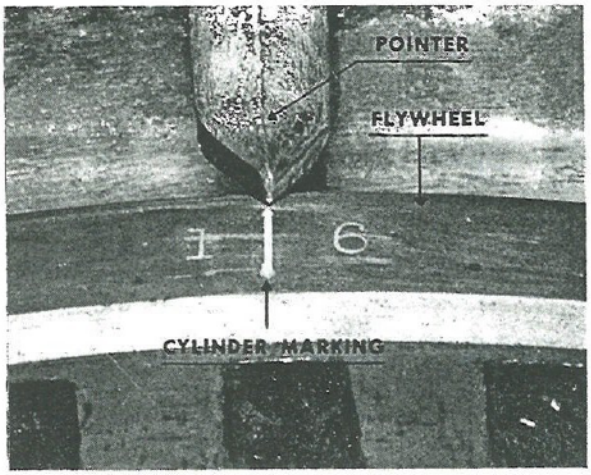
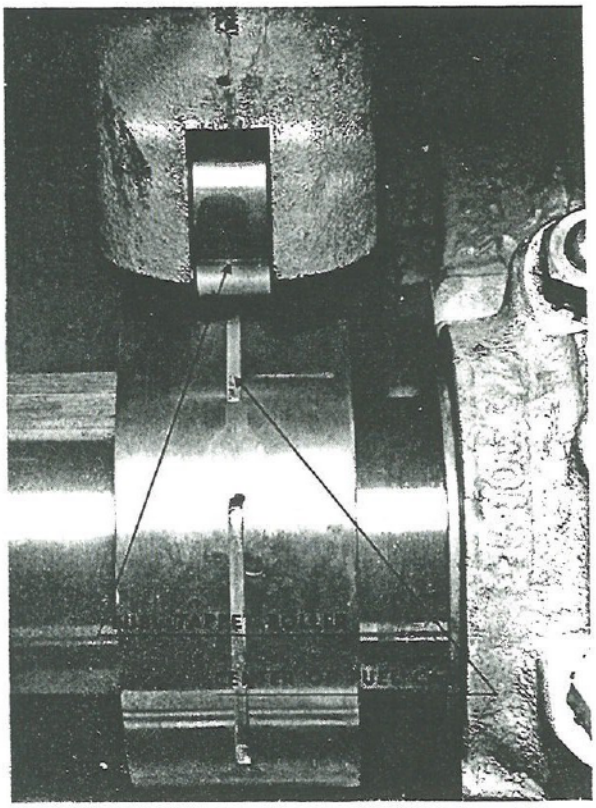
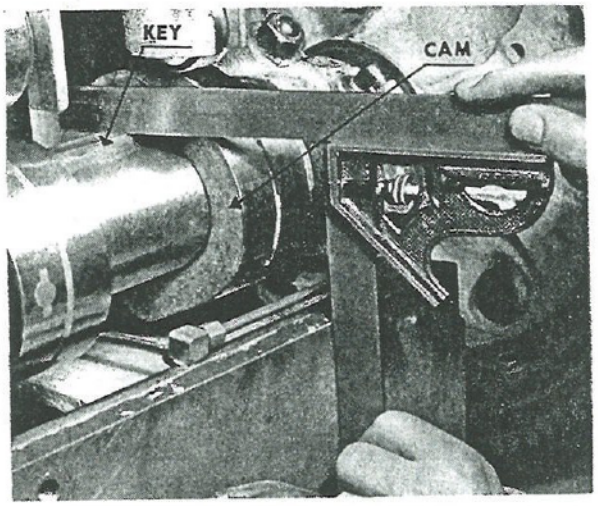

Fig. 72. Flywheel Pointer
Fig. 73. Fuel Tappet on Fuel Cam Center
Fig. 74. Camshaft Key Measurement
c. Bar the engine over until the flywheel pointer is directly on the line stamped with the numerals 1 and 6, as shown in Fig. 72. Remove the idler gear from its shaft and push or pull the camshaft until the roller of the fuel tappet for No. 1 cylinder divides the fuel cam evenly, as shown in Fig. 73. Remove the rocker arms on all cylinders to relieve the pressure on the camshaft. Rotate the camshaft until the master key that holds the cams in position on the camshaft for No. 1 cylinder is exactly on top of the shaft. Use a square and rule to be sure the key is exactly on top, as illustrated in Fig. 74. When the legs of the square are perfectly flush on the side of the engine block and on the top of the keyway the camshaft is in correct position and time.